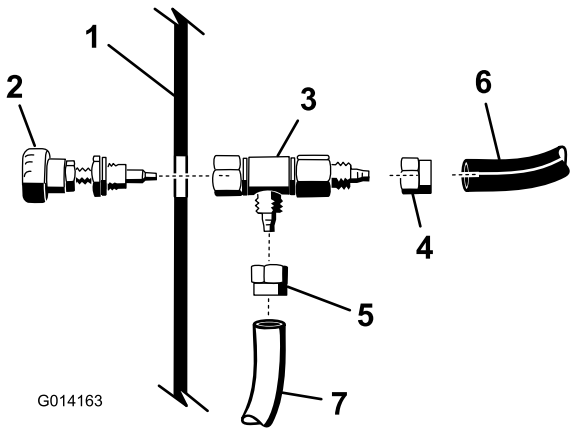

Figur 20
5. Lossa muttern som fäster vredet vid T-stycket enligt Figur 20.
6. Montera de blå och vita slangarna från skumslangen under instrumentbrädan på reglerventilens huvuddel enligt Figur 20.